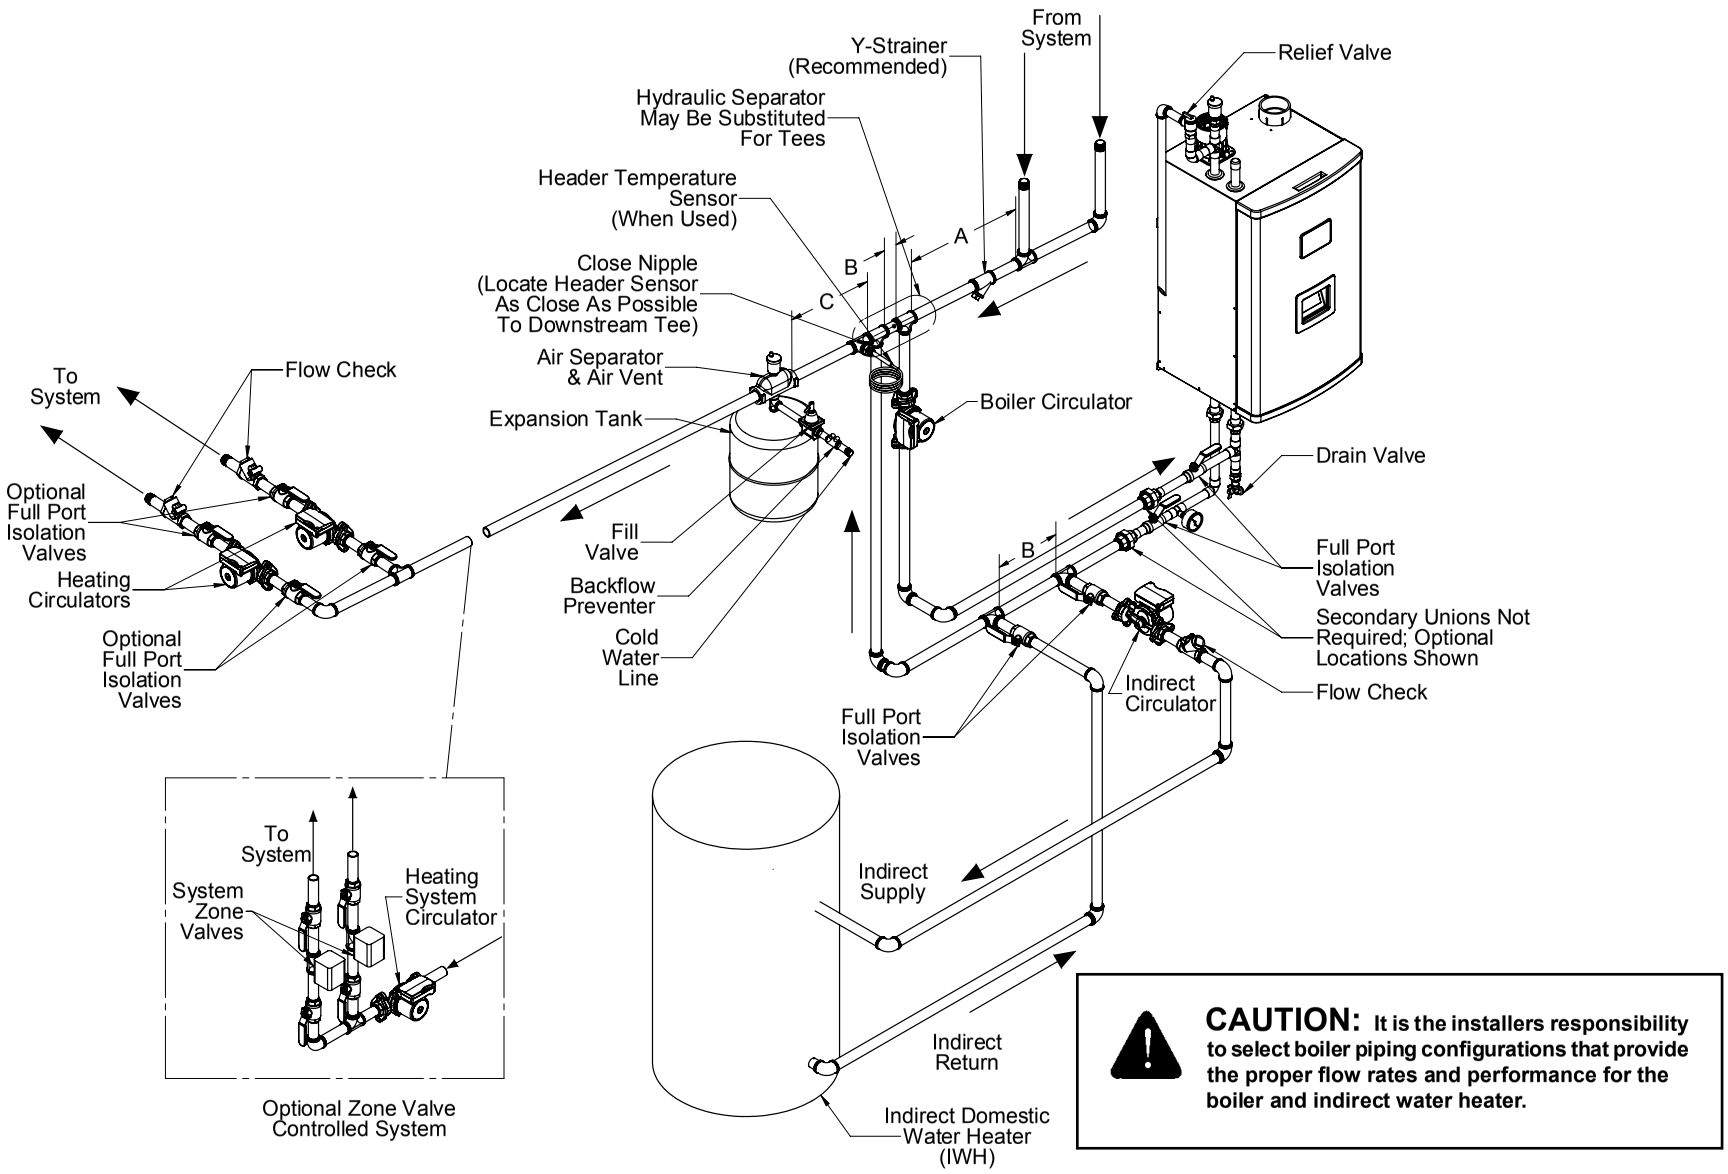

Figure 9.7b: Piping Method #1 - Near Boiler Piping - Heating Plus Supply Piped Indirect Water Heater HX Inlet Bottom Connection; HX Outlet Bottom Connection
This method can be used in heat-only applications as shown in Figure 9.7a or 9.8a or with an indirect water heater as shown in Figure 9.7b, 9.7c, 9.8b, 9.8c. In this system, the flow rate through the boiler ("secondary loop") is completely independent of the flow rate through the system ("primary loop"). Use the following guidelines to ensure that the boiler will have the required flow shown in Table 9.3 regardless of the flow in the heating system.
3) Indirect Water Heater Loop Piping – If an indirect water heater is used, install it as shown in Figure 9.7b, 9.7c, 9.8b, 9.8c. Refer to the indirect water heater installation manual for the proper sizing the indirect water heater loop pump and piping.